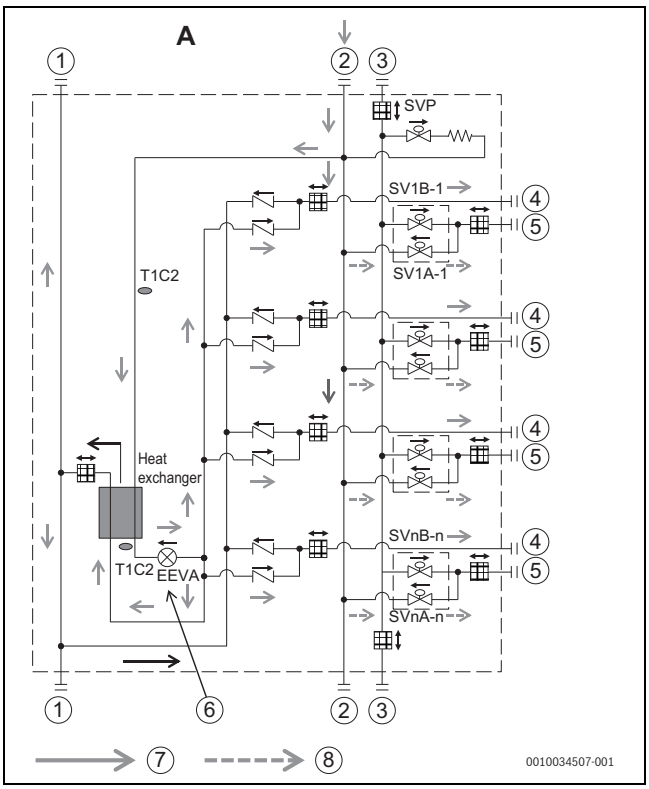

Rys. 29
a) Normalne przedmuchiwanie od przyłącza ② podczas lutowania przyłącza ④ i silne przedmuchiwanie (> 20 kPa (0,2 bar)) od przyłącza ② podczas lutowania przyłącza ⑤ jak na Rys. 29.
b) Normalne przedmuchiwanie (≤ 20 kPa (0,2 bar)) od przyłącza ② podczas lutowania przyłącza ① i normalne przedmuchiwanie od odpowiadającego zaworu odcinającego jednostki zewnętrznej podczas lutowania przyłącza ② i przyłącza ③ jak na Rys. 29.